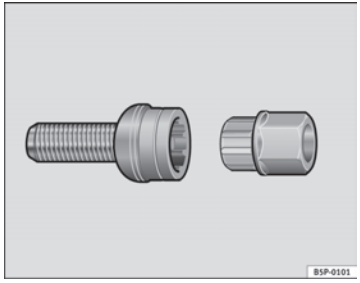

Fig. 129 Tornillo antirrobo de la rueda
– Coloque el adaptador hasta el tope en el tornillo antirrobo de la rueda ⇒ fig. 129.